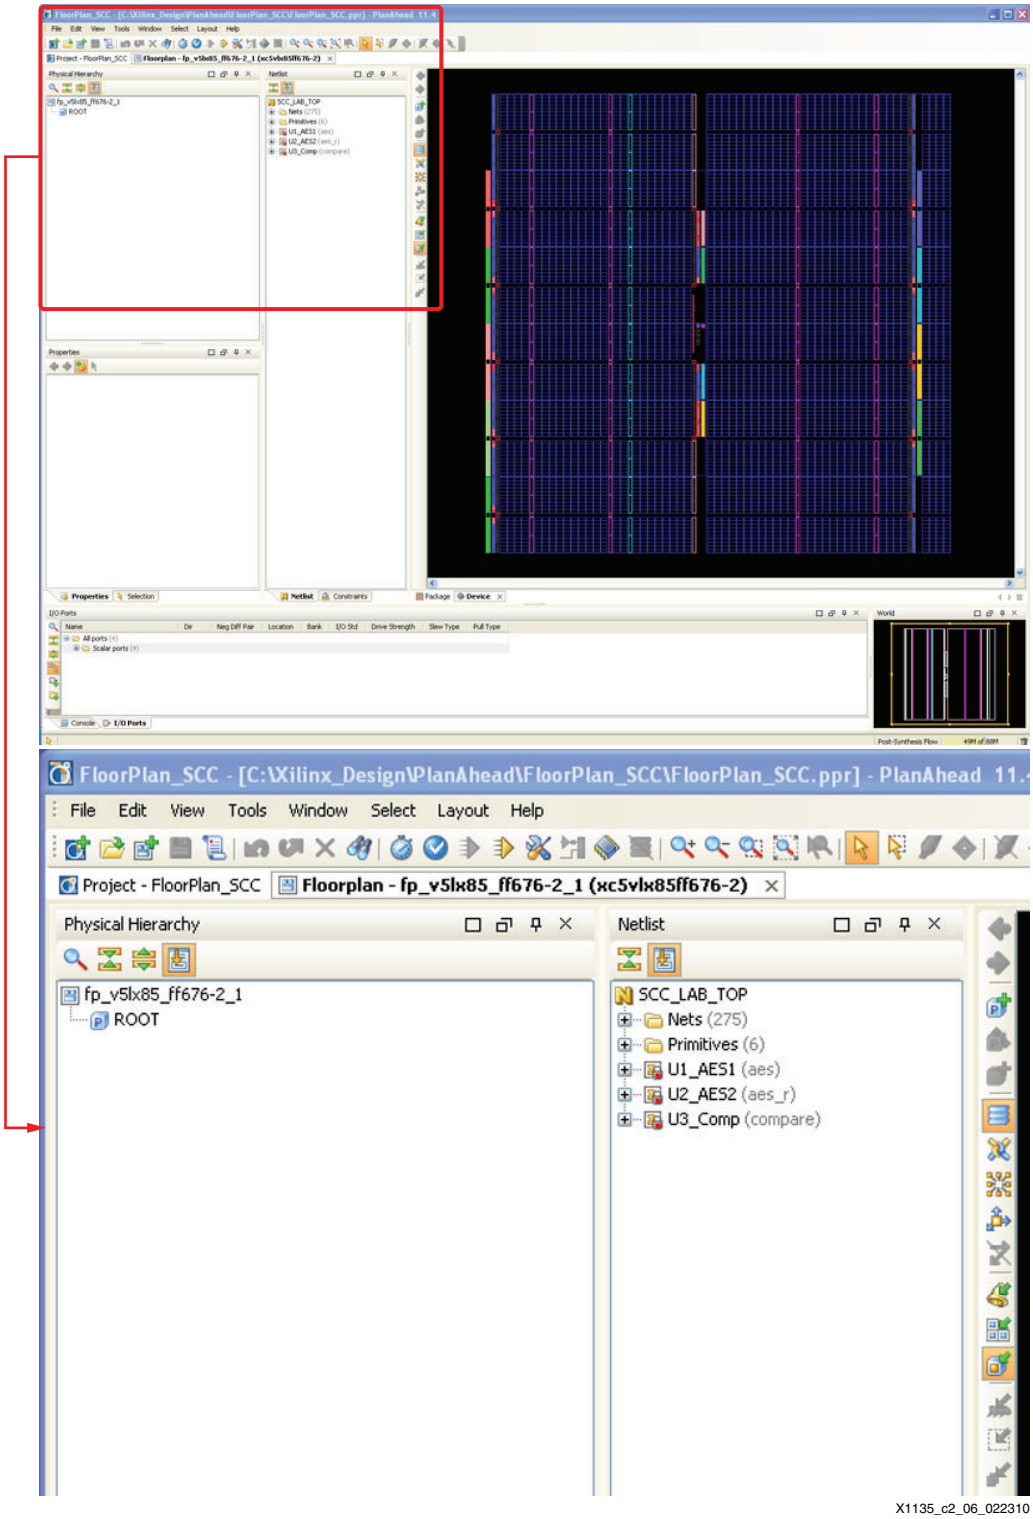

Figure 3-6: **PlanAhead Project View**
14. The PlanAhead project now looks as shown in Figure 3-6.